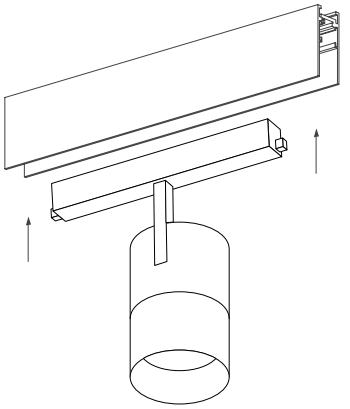

Рис. 2. Установка светильника
3.1. Установите светильник в необходимом месте шинопровода, как показано на рис. 2.